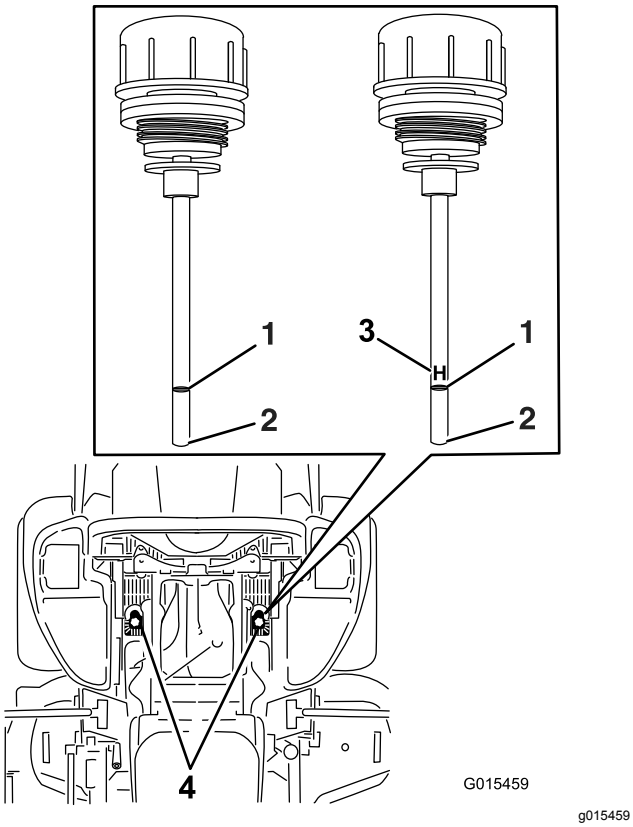

**Figuur 92**
6. Maak de omgeving van de peilstokken van de hydraulische reservoirs schoon (Figuur 92).
7. Verwijder 1 peilstok uit het hydraulische reservoir (Figuur 92).
9. Neem de peilstok eruit en bekijk het uiteinde (Figuur 92).